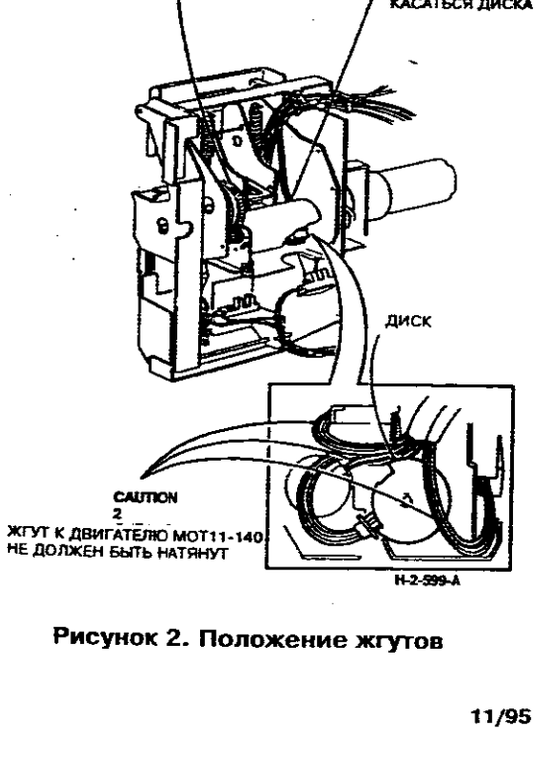

**Рисунок 2. Положение жгутов**
2. (Рисунок 2) Проверьте, что жгуты электропроводки уложены так, как показано на рисунке 2.
3. (Рисунок 2) Вручную поверните шестерню привода степлера на 360 град. Проверьте, что при выполнении цикла сшивания проводка не мешает активаторному диску головки степлера.